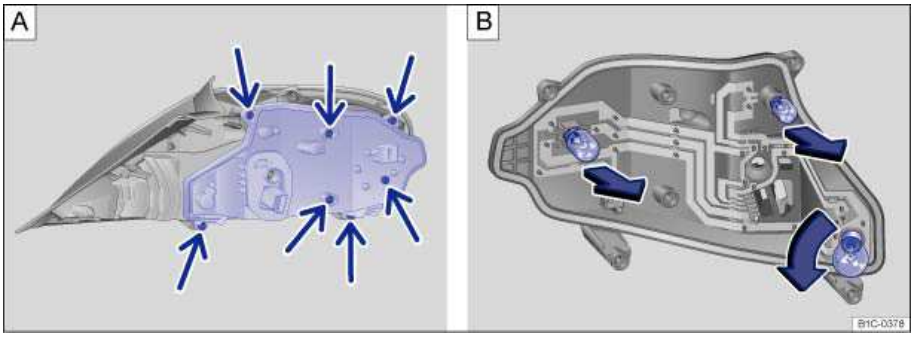

Fig. 185 Taillights: A: Removing the bulb holder. B: Removing the taillight bulbs.
7.	Unscrew the fastening screws ⇒ fig. 185 **A** (arrows) with the Phillips screwdriver from the vehicle tool kit